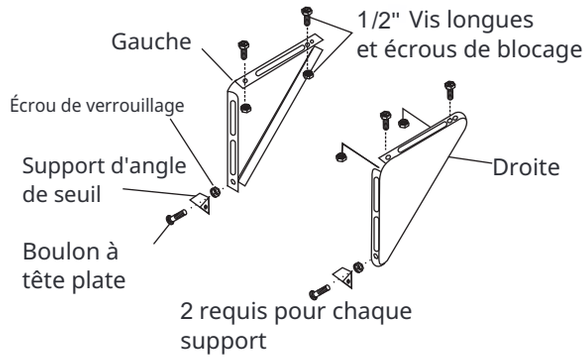
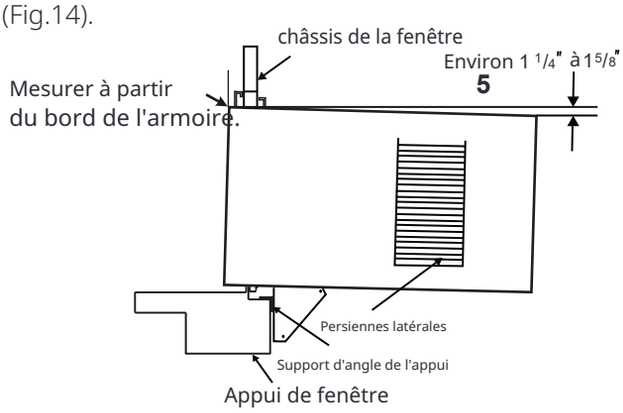
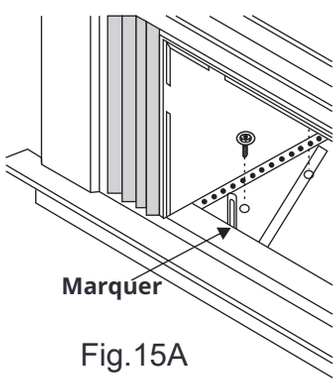

Fig.15B
Fig.14
Fig.15A
1. Maintenir chaque support contre l'extérieur de l'appui , et bien serré contre le bas de l'armoire comme indiqué dans la figure 15A. Marquer les supports au niveau supérieur de l'appui et les retirer.2. Assembler le support d'angle de l'appui aux supportsà la position marquée (figure 15B). Serrer à la main,mais permettre des ajustements ultérieurs.REMARQUE**:** Vérifiez que le climatiseur est incliné vers l'arrière d' environ 1¼" à 1⅝" (incliné d'environ 3 ° à 4 ° vers le bas vers l'extérieur) Après une installation correcte, les condensats ne doiventpas s'écouler du trou de drainage de trop-plein pendant une uti-lisation normale, corriger la pente sinon (Fig.14).